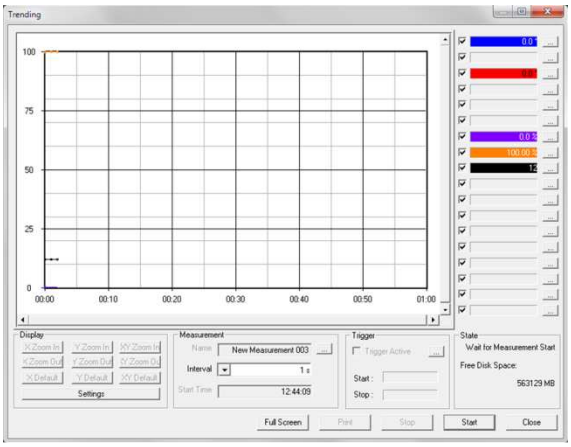

**Figure 9-7.1: The ACS450 Trending Screen**
2. After the file name is typed in, click on “Open”. Click on “Yes” when the window appears asking if you would like to create the file. The trending screen should now appear and will look similar to Figure 9-7.1 below.